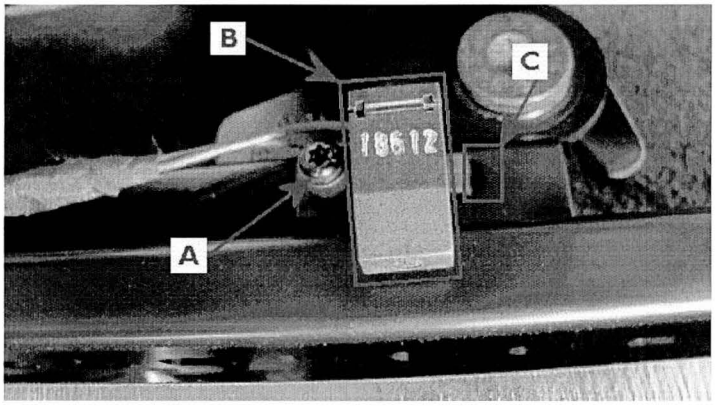

Figure 3
1.Referring to Figure 3 - Point A - Change the proximity sensor screw using part number N907 321 03
2. Once the Basic settings procedure is complete on both front seats, re-check the overall condition of both sensors to confirm that both are as shown in Figures 3 and 4